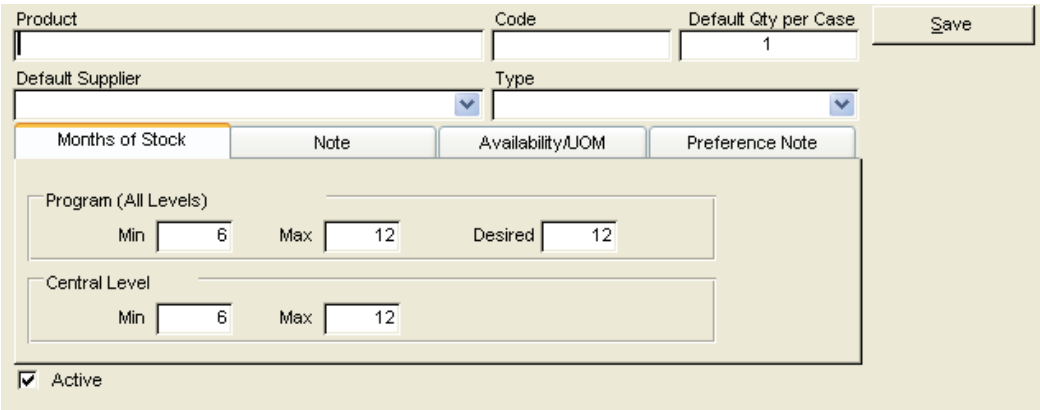

Figure 4-2—Products screen data entry area
1. Click on the Add button to display a blank Products screen (see Figure 4-2).